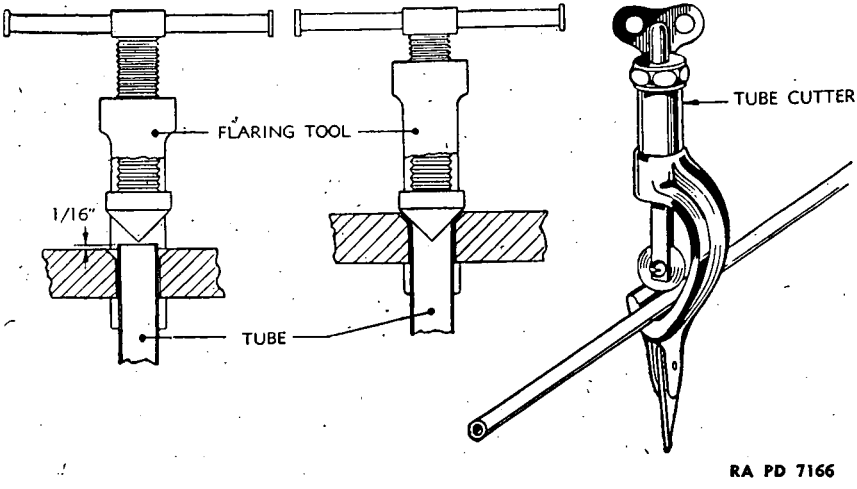

FIGURE 111.—Use of tube cutter and flaring tool.
(2) Reflare the tubing using a standard flaring tool (fig. 111). The tubing should be cut as close as possible to the flare with a tubing cutter and *not* with a hacksaw.